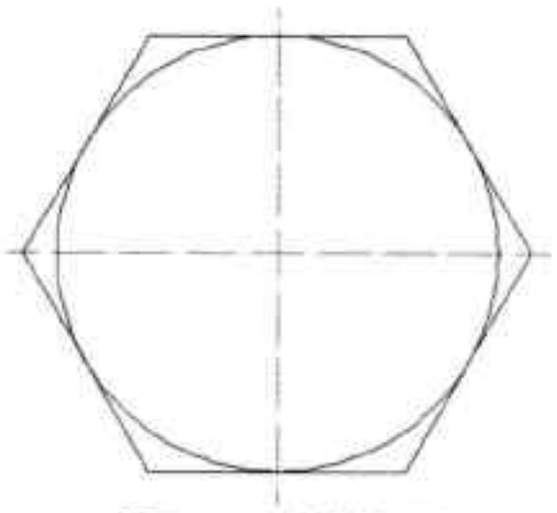

图5-64 绘制大圆
Step 07 执行“圆”命令，捕捉垂直线交点，绘制半径为 100mm 的圆，如图 5-64 所示。